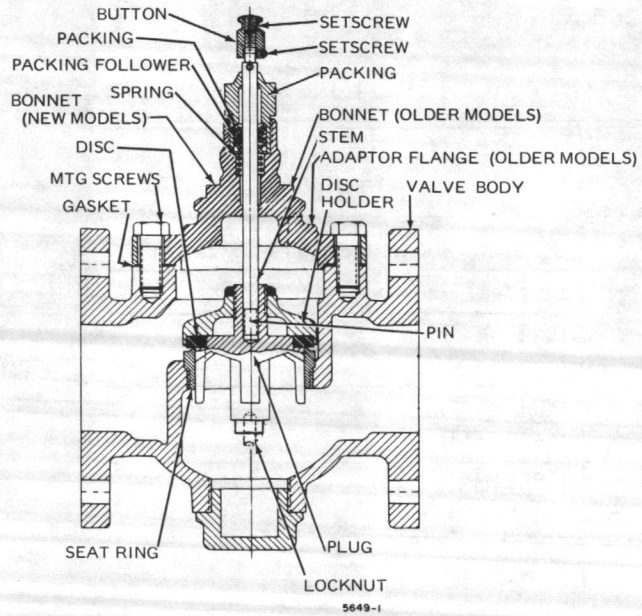

Fig. 10. Cutaway of Direct Acting Flanged Body Valve.
c. V5011A & D Direct Acting Flanged Body Valves. Remove the Bonnet (and Adapter Flange in older valves) that is attached with Mounting Screws (Fig. 10). Lift out the Stem and Plug.
c. V5011 Flanged Body Valves. Remove the Locknut to release Disc Holder and Disc (Fig. 10). Detach the Stem by removing Pin.